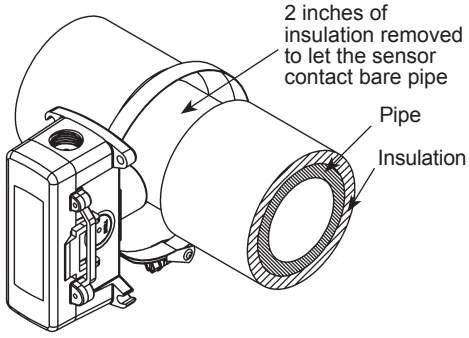

Fig. 8: Clamp-On Strap Unit Mounting (BAPI-Box 2 Enclosure shown but mounting is similar for all BAPI-Boxes.)
1. Figure 8 show a typical direct pipe installation for pipes from 2” to 4.5”. Stripping away insulation is OK.